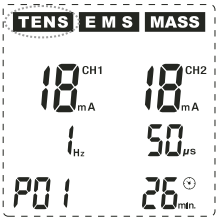

Abb. 14
Wenn in einem beliebigen Programm auf einem oder beiden der Kanäle (CH1) oder (CH2) die Intensitätseinstellung von 0 auf einen beliebigen Wert erhöht wurde, geht das Gerät in den Betriebsmodus und beginnt mit der Anwendung. Die Intensität der Stimulation kann entsprechend den persönlichen Bedürfnissen des Anwenders eingestellt werden, wobei die höchste Intensität 90 mA (Milliampere) beträgt. Die Anzeige der gewählten Ausgabeintensität in mA (Milliampere) und der noch verbleibenden Zeit in Minuten wird im Display angezeigt (siehe Abb. 14). Die vorprogrammierten Programme (P01 etc.) haben eine fest eingestellte Anwendungsdauer von jeweils 30 Minuten. Nach Ablauf dieser Zeit (die Zeitanzeige im Display steht dann auf 0 min.) beendet das Gerät automatisch die Impulsausgabe und kehrt in den Grundmodus zurück. Die Ausgabeintensität wird auf 0 gesetzt und die gelben Kontrollleuchten ① für Kanal 1 (CH1) und / oder ② für Kanal 2 (CH2) erlöschen. Sie können aber auch jederzeit durch Drücken der Taste ④ (⏻) die Anwendung sofort beenden. Das Gerät kehrt dann in den Grundmodus zurück. Sie können das Gerät ganz ausschalten, indem Sie die Taste ④ (⏻) einige Sekunden lang drücken.